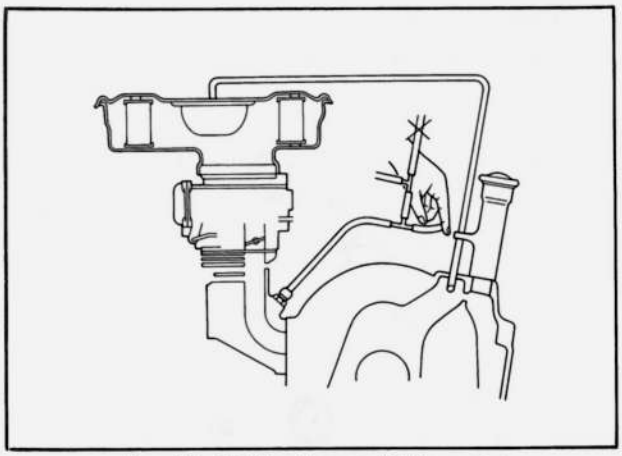

Fig. 1A–47 Checking ventilation valve
3. Make sure that the engine speed drops when the evaporative hose is squeezed by hand as shown in Fig. 1A–47 and then the ventilation hose removed in the above procedure 2 is closed with the fingers. If the engine stalls on that occasion, replace the ventilation valve.